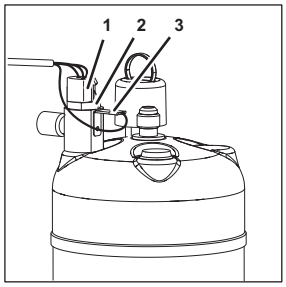

Fig. 74
1. Disconnect the plug (Fig. 74/1) from the level electrode (Fig. 74/2).
2. Disconnect the earth cable (Fig. 74/3).
6. Connect the earth cable (Fig. 74/3).
7. Connect the plug (Fig. 74/1) of the level electrode (Fig. 74/2).